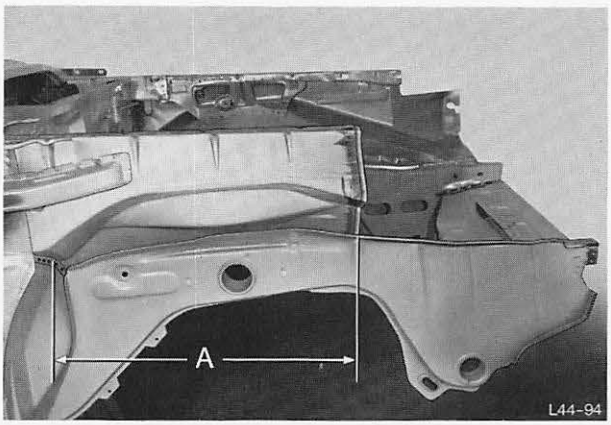

Abb. 90 Maß „A“ des Neuteils ermitteln
7. Maß „A“ am ausgetrennten Stehblechteil (am Fahrzeug) ermitteln, Abb. 90.